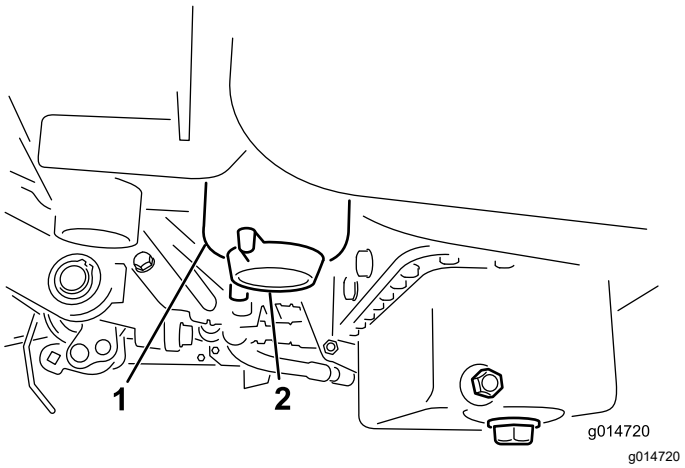

Figura 34
3. Aprite il tappo di spurgo sul filtro del carburante di circa un giro e lasciate fuoriuscire l'acqua accumulata (Figura 34).